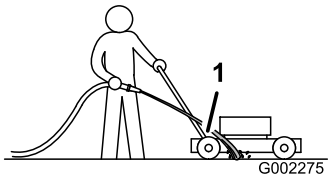

Figur 35
3. Håll vattenslangen i nivå med handtaget och rikta vattenstrålen mot marken precis framför det högra bakhjulet (Figur 35).